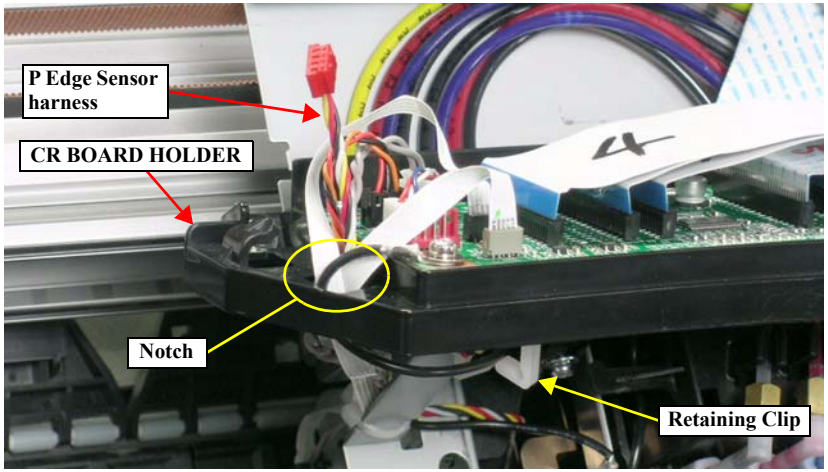

Figure 4-100. Releasing the P Edge Sensor Harness
2. Pull out the harness of the P Edge Sensor through the notch of the CR BOARD HOLDER, and release the harness from the retaining clip.*See Figure 4-100.*